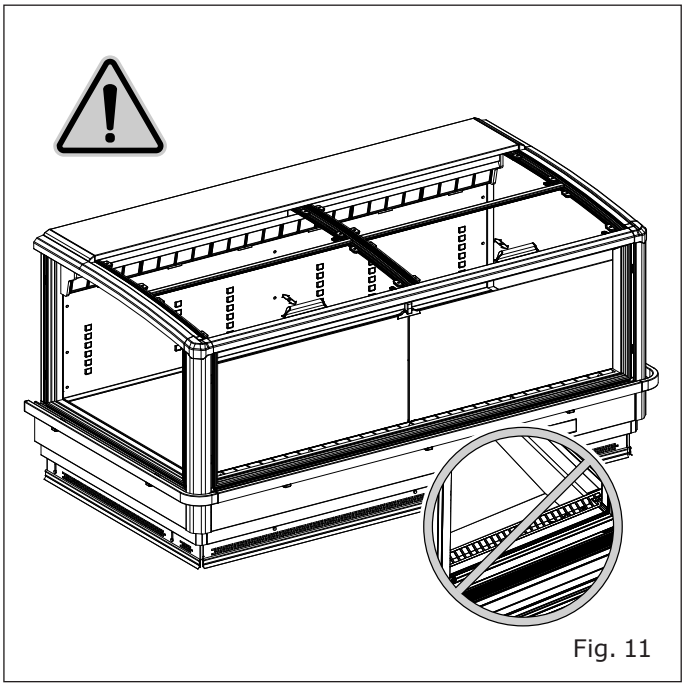

Fig. 11
- La mercancía no obstruya el correcto flujo de aire refrigerado ("Fig. 11").